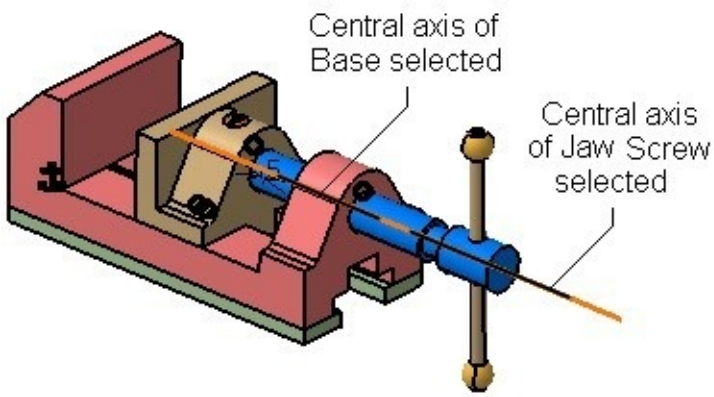

Figure 16-68 *Axes selected for creating the Screw joint*
2. Select the central axis of the Jaw Screw; you are prompted to select the second line. Select the central axis of the hole from the Base, as shown in Figure 16-68.